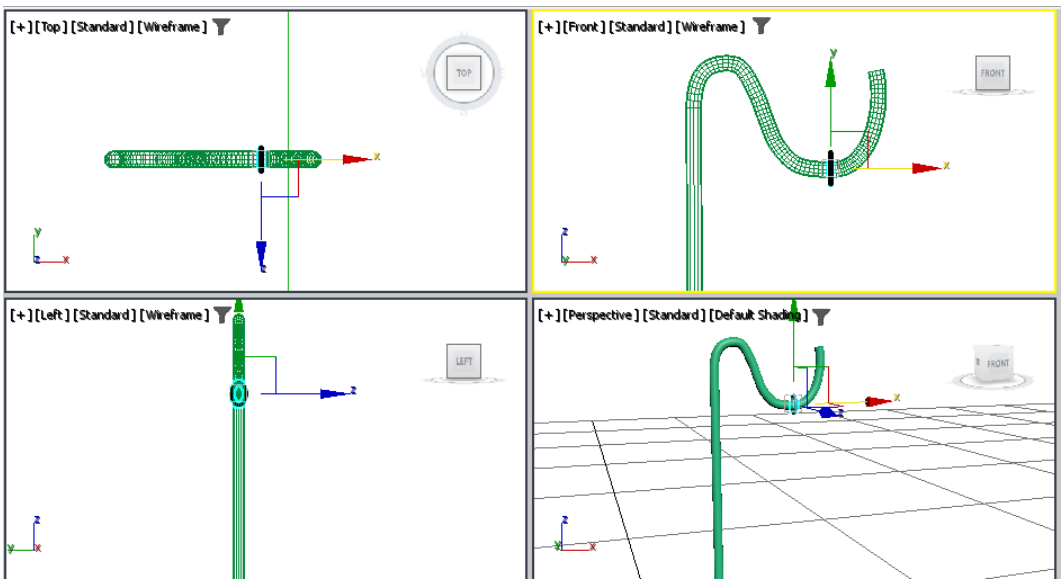

Figure 5-29 *The joint aligned in all viewports*
5. Invoke the **Maximize Viewport Toggle** tool to display all viewports. Make sure the **Select and Move** tool is invoked in the **Main Toolbar** and align *joint* in all viewports, as shown in Figure 5-29.